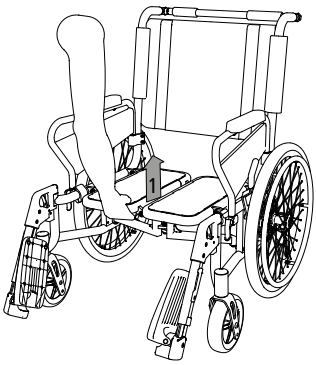

fig. 29
5. Posizionarsi ora davanti alla sedia a rotelle e tirare una delle due superfici di seduta centralmente, verso l'alto. Le superfici di seduta si presentano ora lievemente inclinate verso l'alto (1, fig. 29).